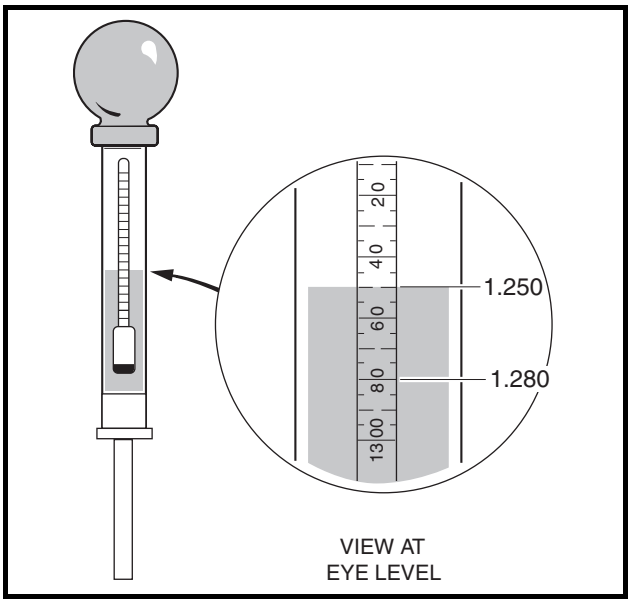

Figure 11-8 Hydrometer Test
A hydrometer (CCI P/N 1011478) measures the specific gravity. The greater the specific gravity, the greater the state of charge of the battery. A fully charged battery should read between 1.250 and 1.280 at 80 °F (27 °C). Never add acid to the battery to obtain a higher specific gravity **(Figure 11-8, Page 11-16)**.
6. Hold the hydrometer vertically, ensuring that the float is not contacting the sides of the glass tube. Hold the hydrometer at eye level and read the scale at the level of electrolyte **(Figure 11-8, Page 11-16)**.